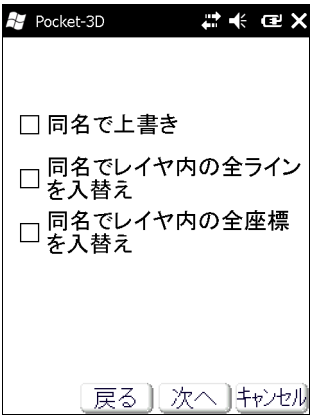

図 3-13. . 取り込み条件
6. 取り込み条件をチェックし、**【次へ】**をタップします（図 3-13）。